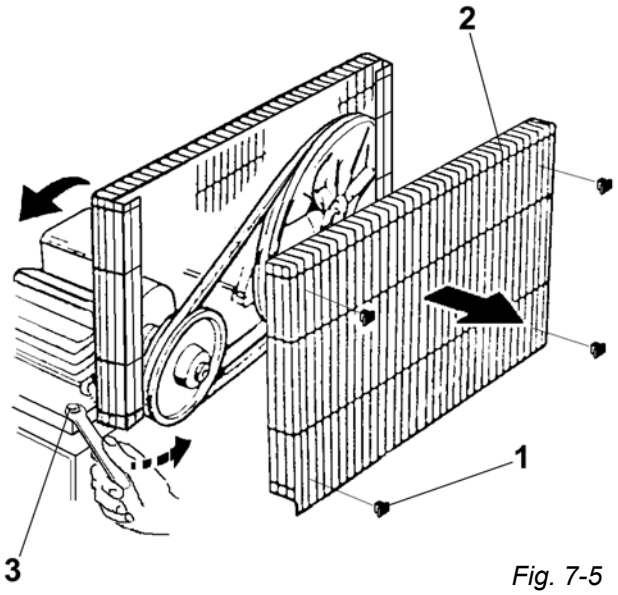

Fig. 7-5
- sbloccare la rete di protezione tramite i fermi di plastica **1** (fig. 7-5)
- togliere la rete di protezione mobile **2** (fig. 7-5)
- allentare le viti **3** (fig. 7-5) di fissaggio motore
- bloccare le viti **3** (fig. 7-5) di fissaggio motore
⚠ Ripristinare la rete di protezione mobile **2** (fig. 7-5) in modo corretto (quest'ultima operazione è indispensabile per la sicurezza dell'operatore).
- unlock the safety net by acting on the plastic stops **1** (fig. 7-5)
- remove the mobile safety net **2** (fig. 7-5)
- loosen the motor fixing screws **3** (fig. 7-5)
- lock the motor fixing screws **3** (fig. 7-5)
⚠ Fix again the mobile safety net **2** (fig. 7-5) correctly (this operation is indispensable for the operator's safety).
- débloquer le filet de protection par les arrêts en plastique **1** (fig. 7-5)
- enlèver le filet de protection mobile **2** (fig. 7-5)
- desserrer les vis **3** (fig. 7-5) de fixation du moteur
- bloquer les vis **3** (fig. 7-5) de fixation du moteur
⚠ Rétablier le filet de protection mobile **2** (fig. 7-5) d'une façon correcte (cette dernière opération est indispensable pour la sécurité de l'opérateur).
- Mann entfernt das Schutzgitter der Plastikbefestigung **1** (Bild 7-5)
- Man entfernt das flexible Schutzgitter **2** (Bild 7-5)
- Man löst die Schrauben **3** (Bild 7-5) der Motorhalterung
- Man schraubt die Schrauben **3** (Bild 7-5) des Motors fest
⚠ Man bringt wieder das flexible Gitter **2** (Bild 7-5) richtig an (Diese letzte Handlung, ist für die Sicherheit des Bedieners unerlässlich).
- desbloque la red de protección por los topes en plástico **1** (fig. 7-5)
- quite la red de protección movil **2** (fig. 7-5)
- destornille los tornillos **3** (fig. 7-5) de fijación del motor
- bloque los tornillos **3** (fig. 7-5) de fijación del motor
⚠ Restablezca la red de protección movil **2** (fig. 7-5) de manera correcta (esta última opéración es indispensable para la seguridad del operador).
Removerføringen trenger godt renhold og eksakt spenn. Er spennet for lite kan remmen slure i remhjulene og skaper varme og lite produktivitet. Er remmen for hardt spent blir belastningen på kulelagerene for høy og disse blir utslitt. Motoren kan brenne. Remmen er passe stram når du med en finger kan trykke ned 0,8÷1 cm (fig. 7-5) Sjekk dette måndelig. Om justering er nødvendig gjør følgende:
- Løsne plastklips som holder nettet rundt remmen **1** (fig. 7-5)
- Fjern beskyttelsesnettet rundt remmen. **2** (fig. 7-5)
- Løsne festeboltene til motoren **3** (fig. 7-5)
⚠ Plasser tilbake beskyttelsesnettet igjen **2** (fig.7-5).